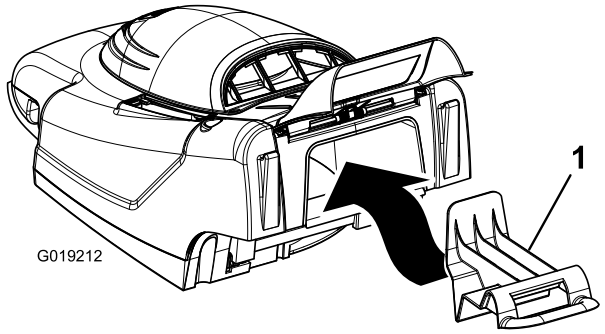

**Figur 16**
**Obs:** Om du vill övergå från uppsamling till återvinning på maskinen ska du ta bort uppsamlaren och föra in mullningspluggen som togs bort i steg 1, se Figur 16.